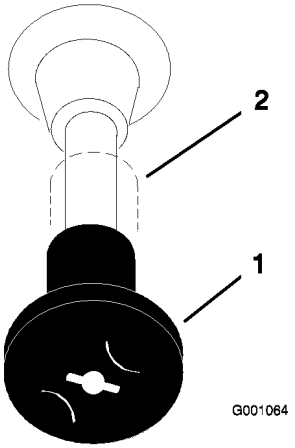

Figur 12
4. Slå på choken innan du startar en kall motor (Figur 12).
7. När motorn startats flyttar du chokereglaget till Av (Figur 12). För tillbaka reglaget till På i några sekunder om motorn börjar hacka eller om den stannar och för sedan gasreglaget till önskad position. Upprepa vid behov.